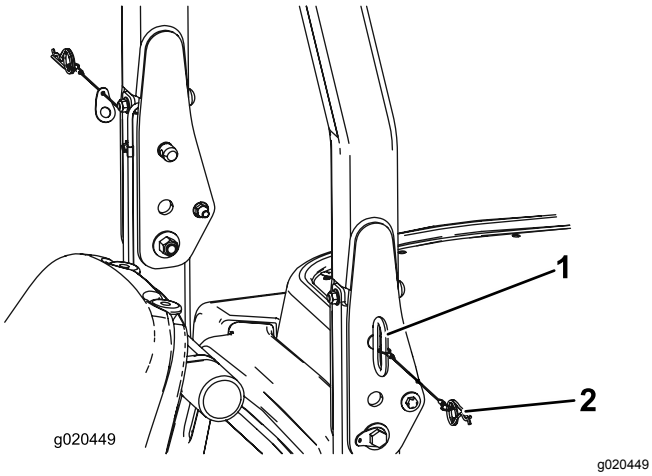

Figuur 29
1. Om de rolbeugel omlaag te klappen verwijdert u de R-pennen en de 2 pennen (Figuur 29).